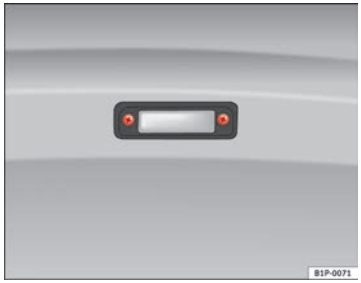

Fig. 165 Removing number plate light
– Unscrew the screws to remove the bulb ⇒ Fig. 165.